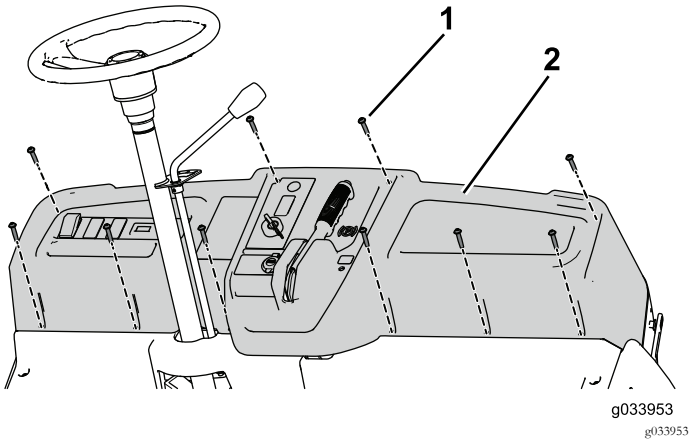

Figure 12
6. Retirez et mettez de côté les 10 vis (¼" x 1¼") pour déposer en partie le tableau de bord et débranchez les câbles de frein de stationnement, d'accélérateur et de changement de vitesse (Figure 12).